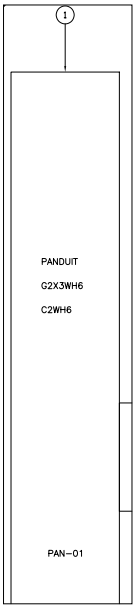

Figure P2-18 *Attributes inserted in the footprint*
9. Choose the **Done** button to exit the dialog box. Figure P2-18 shows the attributes inserted in the footprint.